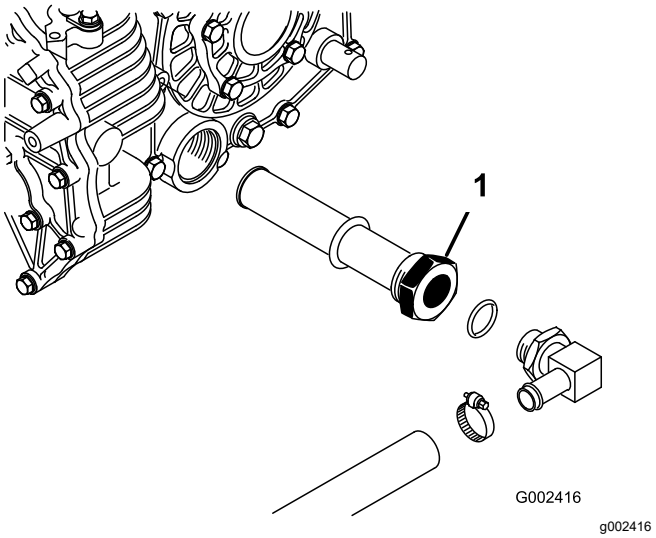

Figuur 72
3. Onthoud de positie van de hydraulische slang en de 90°-fitting voor de zeef aan de zijkant van het reservoir (Figuur 72).